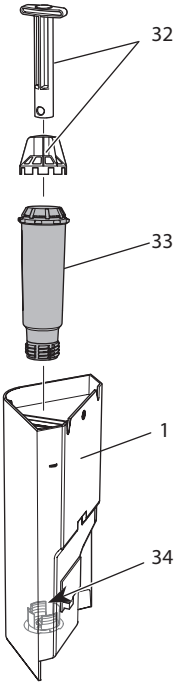

Рис. 18: Завинчивание и отвинчивание фильтра для воды
7. Вставьте новый фильтр в контейнер для воды (см. *Рис. 18)*.
2. Извлеките фильтр для воды (см. *Рис. 18)*.